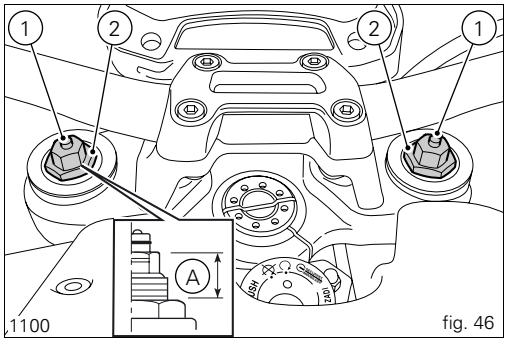
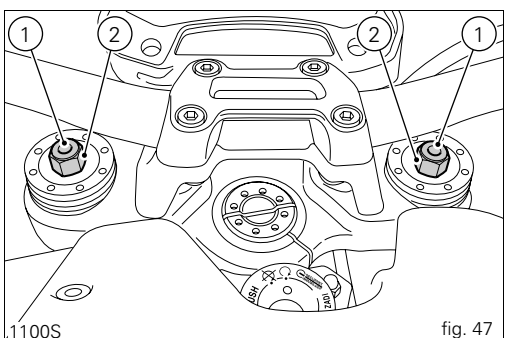

fig. 46
fig. 47
1) to adjust rebound damping (fig. 46 and fig. 47);
2) to adjust inner spring preload (fig. 46 and fig. 47);
Spring preload (A, fig. 47): 10 mm (3 turns from fully open position).
To adjust the preload of the spring inside each fork leg, turn the hexagonal adjuster nut (2, fig. 46) with a 22 mm hex wrench.
To change the spring preload for each fork leg, turn the adjuster (2, fig. 47) with a 22 mm hex wrench.